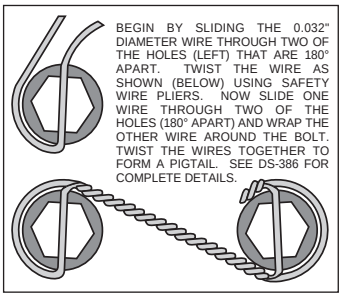

Figure 3. Safety Wire Diagram
- Orient the rotor (5) and the hat (6) as shown in Figure 1 and Photo 3. Attach rotor to hat using bolts (7) and washers (8). Using an alternating sequence, torque bolts to 155 **in-lbs**. Safety wire bolts using standard 0.032 inch diameter stainless steel safety wire as shown in Figure 3. Please refer to Wilwood's data sheet DS-386 (available at www.wilwood.com/Pdf/DataSheets/ds386.pdf) for complete safety wire installation instructions.